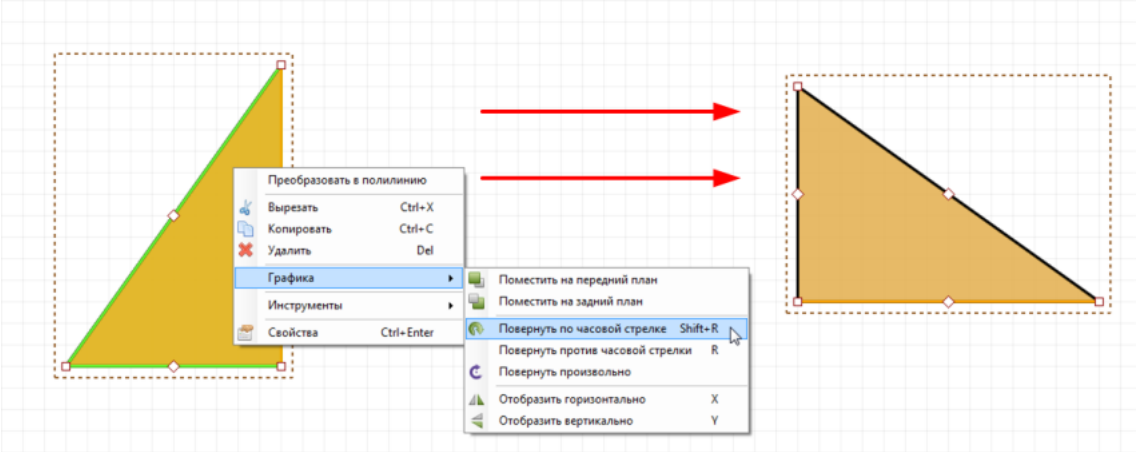

Рис. 54. Поворот объекта
2. Вызовите контекстное меню и выберите пункт «Повернуть по/против часовой стрелки» в разделе «Графика», см. Рис. 54.
На Рис. 54 слева направо представлен пример поворота объекта, стрелками указана последовательность действий.